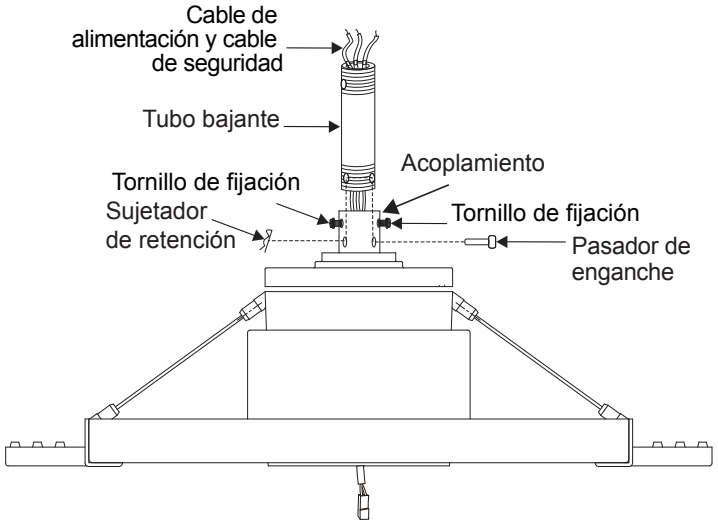

Fig. 9
Paso 6. Afloja los dos tornillos de fijación y retira el pasador de enganche y el clip de retención del acoplamiento en la parte superior del conjunto del motor. (Fig. 9)
A continuación, vuelve a colocar el pasador de enganche y el clip de retención. Aprieta ambos tornillos de fijación. (Fig. 9)